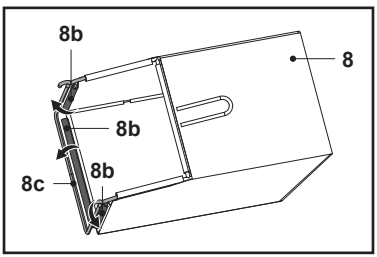

Fig. 5
1. Attacher les trois clips en caoutchouc (8b) sur la tige de support (8c) du bac de ramassage (8) (Fig. 5).
2. Le bac de ramassage (8) est prêt à l'emploi.